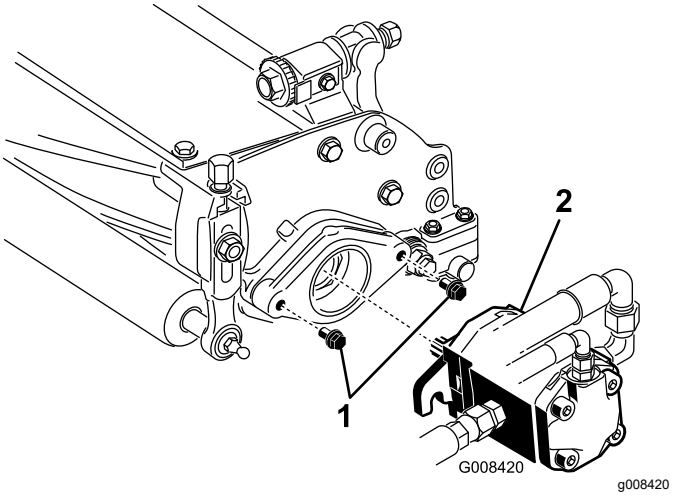

Figure 8
7. Le filetage doit dépasser de 13 mm sur chaque boulon de fixation de moteur d'entraînement du cylindre (Figure 8).
8. Lubrifiez l'arbre cannelé du moteur avec de la graisse propre, puis montez le moteur en le tournant dans le sens horaire de sorte que les brides passent les goujons. Tournez le moteur dans le sens antihoraire jusqu'à ce que les brides encerclent les goujons (Figure 8).
9. Resserrez les boulons de montage (Figure 8).